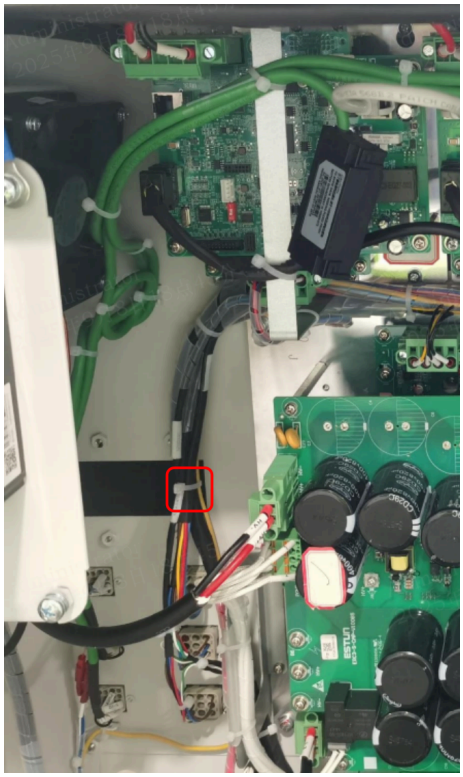

图 5-6 附加轴动力线捆扎与布线
c. 向上布线固定：按照图 5-6 附加轴动力线捆扎与布线路径，将合并后的线束向上布线，在红色框选的捆扎点位置，用新扎带重新捆扎固定。